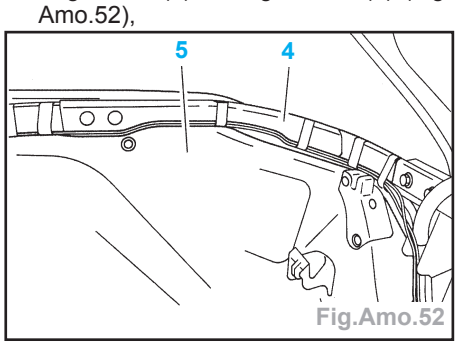

Fig.Amo.52
- la goulotte (4) et la garniture (5) (Fig. Amo.52),